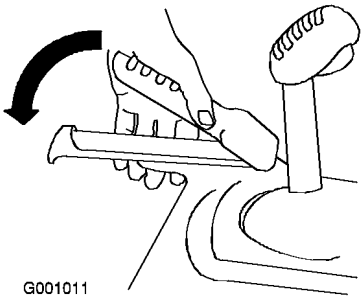

Figur 28
1. For å aktivere trekkdrivet, klem den venstre trekkfunksjonsspaken til håndtaket (Figur 28).